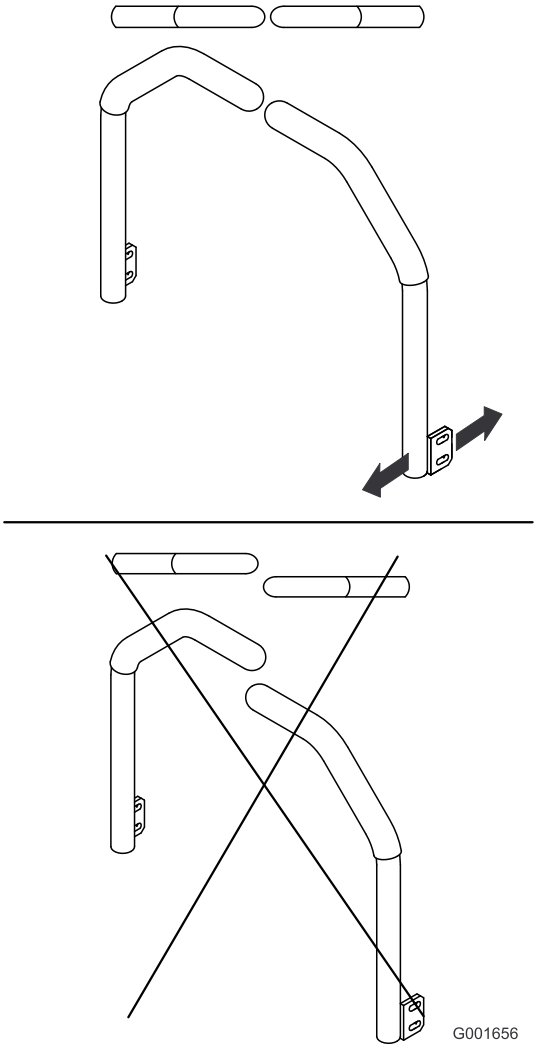

Rysunek 59
5. Wyreguluj dźwignie sterowania tak, aby były one wyrównane (), a następnie dokręć śruby, mocując dźwignie do trzpieni (Rysunek 59).